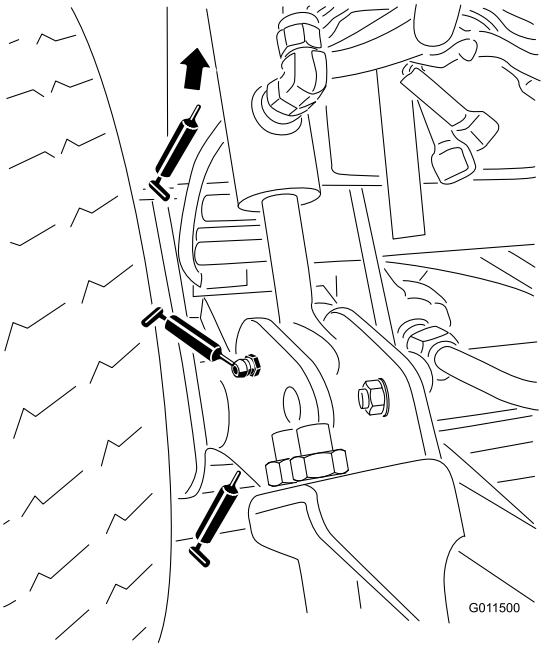

Figura 46
- Casquillos de los brazos de elevación (2) (Figura 46).
- Casquillos de los cilindros de elevación (4) (Figura 46).